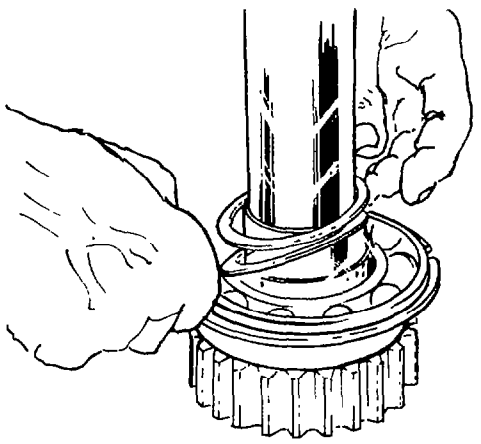

Fig. 184 — Removing Spirolox Snap Ring
a. Remove the bearing retaining spirolox snap ring (see fig. 184).